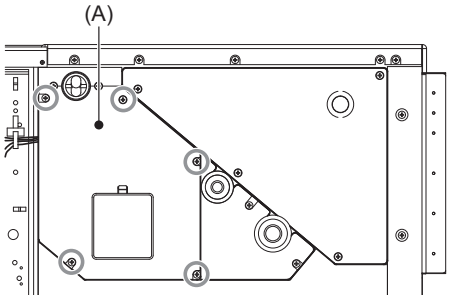

Fig.1
(1) Remove the control box cover according to the procedure in section **1**.
(2) Disconnect the LEV connector (CN60) from the control board.
(3) Remove the fixing screws (five) of the maintenance cover (A), and remove the cover (A). (Fig.1)